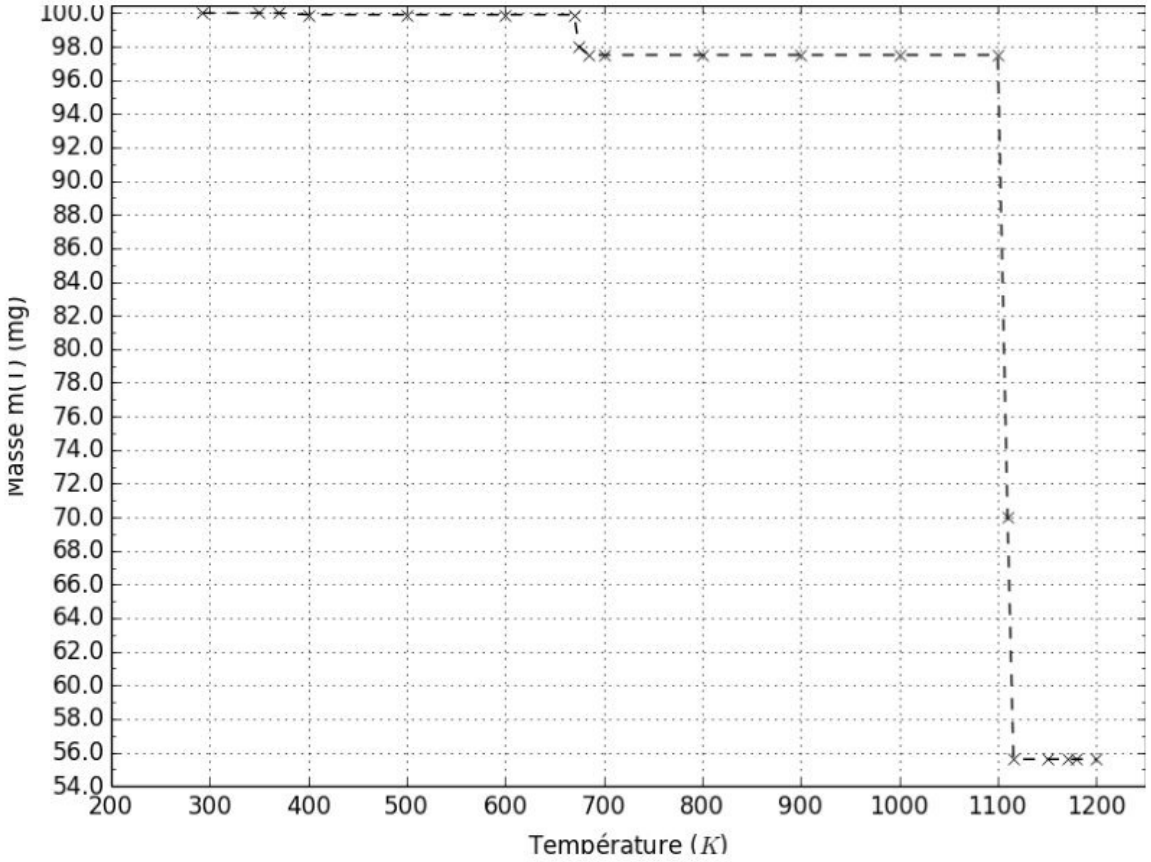

Figure 1 – Évolution de la masse du solide avec la température
2.7.2. Commenter et exploiter le graphe $m(T)$ (figure 1) pour estimer les % x et y.